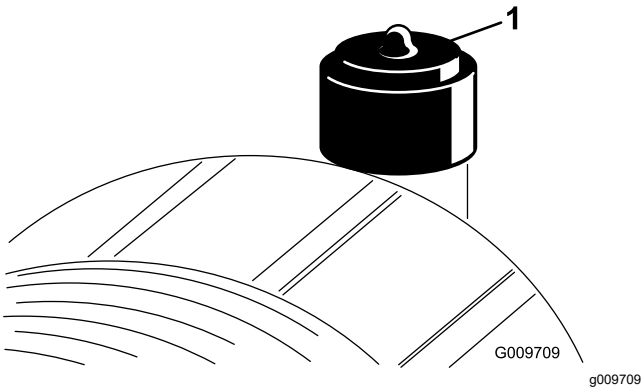

Figur 80
Efterse kun luftfilteret, når serviceindikatoren (Figur 80) viser, at det er nødvendigt. Hvis du udskifter luftfilteret, før det er nødvendigt, øger du blot risikoen for, at der kommer snavs ind i motoren, når filteret afmonteres.
2. Nulstil indikatoren (Figur 80), hvis den viser rødt.